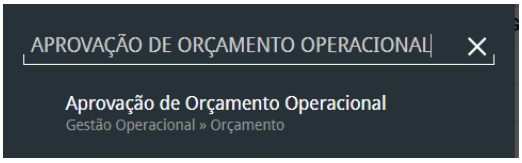

Figura 399: Caminho
2. Digite **Aprovação de Orçamento Operacional** na barra de pesquisa (Figura 399) e selecione o resultado correspondente.